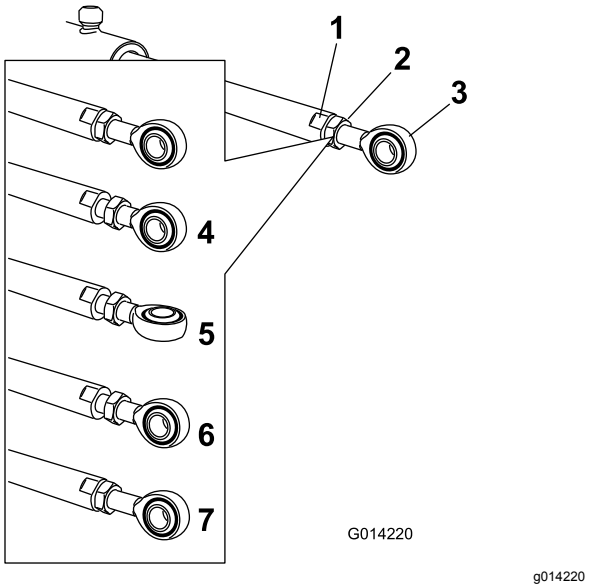

**Figuur 14**
5. Zet een moersleutel op de platte kanten van de actuatorstang om deze te immobiliseren en zet vervolgens de contramoer los zodat de oogstang kan worden bewogen (Figuur 14).
6. Draai de oogstang in de actuatorstang om de uitstekende actuator te verkorten of te verlengen tot de gewenste stand (Figuur 14).